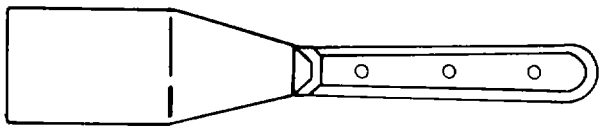

Figure 4-52. Putty Knife
(3) *Putty knife*. A putty knife is used for applying putty compound, sealant and for scraping gasket material. The blade has a wide square point and is available in different lengths and widths. A typical putty knife is shown in figure 4-52.